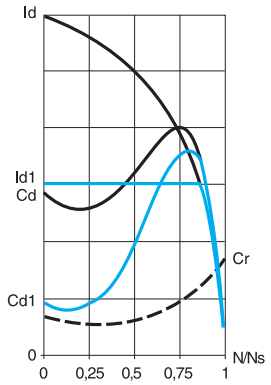

*Рис. 1*
■ На рис. 1 приведена зависимость момента от тока при пуске.